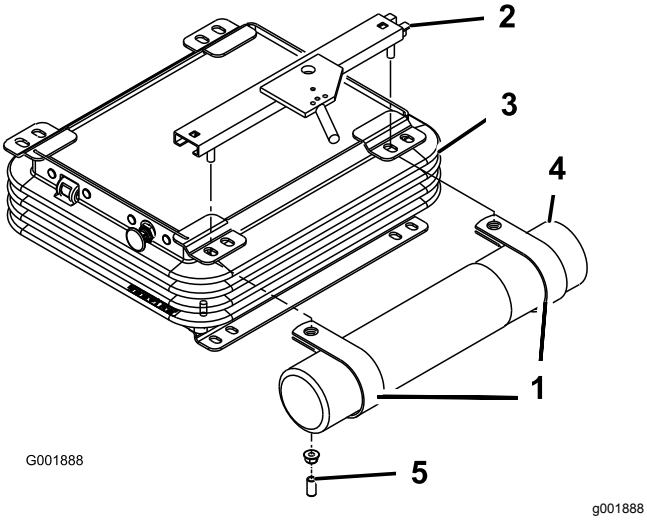

Figur 7
2. Ta bort de två muttrarna och vinylhylsorna (om sådana finns monterade) och säkra det övre sätesfästet på sätesupphängningens vänstra sida (Figur 7).
3. Montera R-klämmorna löst på sätesfästets tappar med de två muttrarna som togs bort tidigare (Figur 7).
4. Montera röret för bruksanvisningen i R-klämmorna och dra åt muttrarna (Figur 7).